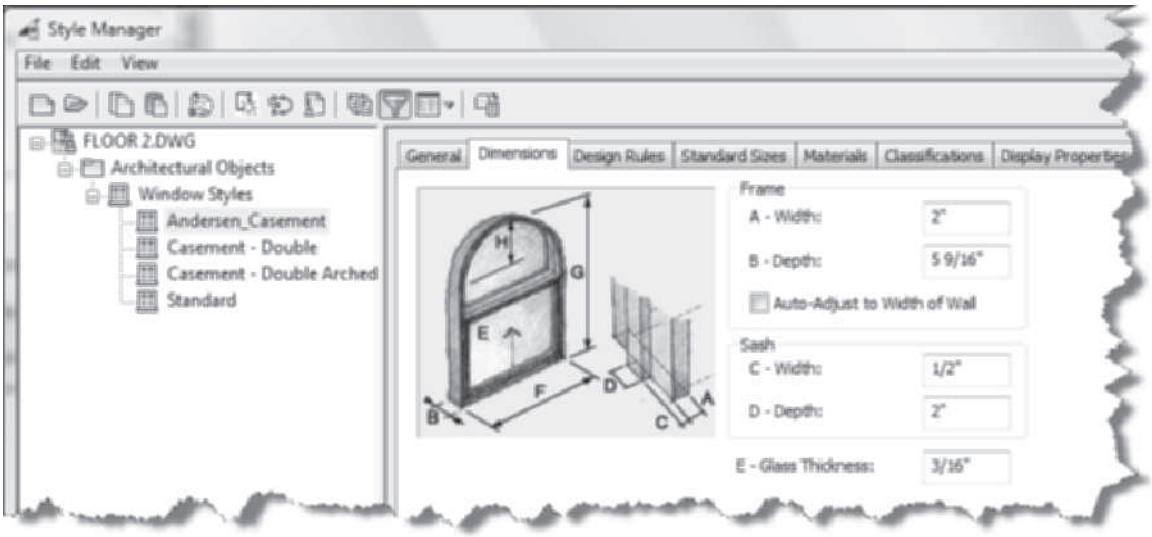

FIGURE 5.69 *Dimensions tab of the window style in the Style Manager*
16. Select the **General** tab in the right pane, and type **Double Casement Windows** in the **Description** field. Select the **Dimensions** tab in the right pane, and edit the Frame section: A-Width = **2" [50]**, B-Depth = **5 9/16" [140]**, Sash C-Width = **1/2" [12]**, D-Depth = **2" [50]**, and E-Glass Thickness = **3/16" [5]** as shown in Figure 5.69.